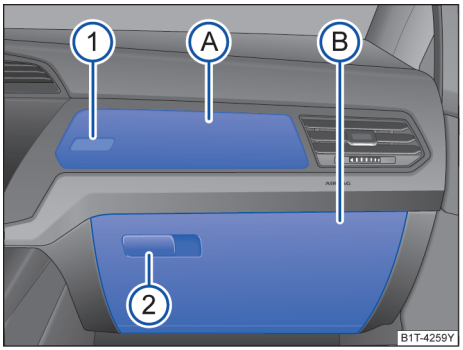

图 186 副驾驶员侧的储物盒
如果要打开上部储物盒→图 186Ⓐ，按下按钮①。
要打开时拉动开启把手→图 186②。